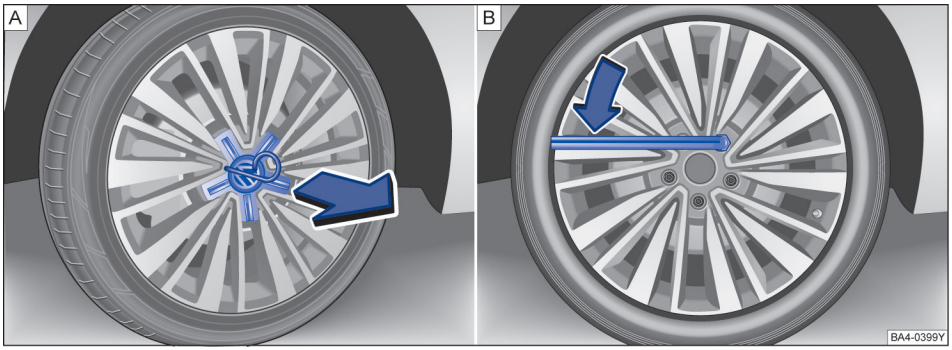

图 213 A 从车轮螺栓上拔下盖罩并更换车轮；B 松开车轮螺栓
– 将钢丝钩定位到罩盖的拆卸位置，拆卸位置是任意两个相邻卡爪间的开孔处，确保钢丝钩已钩住罩盖。缓慢施力拉出罩盖。→ 图 213 A。 ▶
– 将**车轮扳手**套到车轮螺栓上，然后推到限位位置→ 图 213 B。